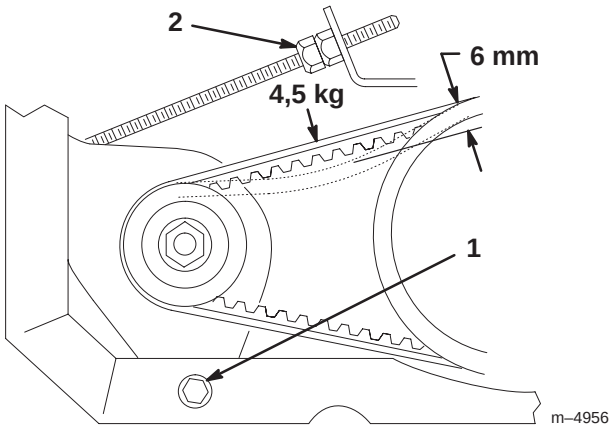

Figur 37
2. Lossa startergeneratorns axelbult (figur 37).
4. Dra åt startergeneratorns axelbult (figur 37).